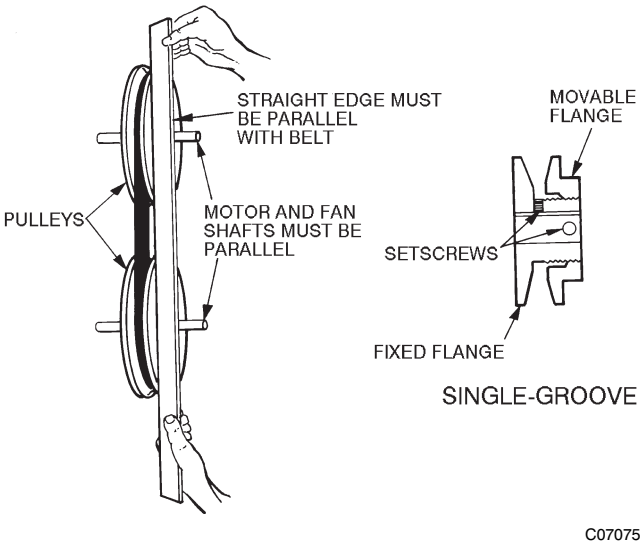

Fig. 6 – Supply–Fan Pulley Adjustment
5. Make sure the fan shaft and motor shaft are parallel before tightening the motor mount nuts. See Fig. 6.
6. Check the alignment of the pulleys, adjust if necessary. See Fig. 6.
The motor pulley is an adjustable–pitch type that allows a servicer to implement changes in the fan wheel speed to match as–installed ductwork systems. The pulley consists of a fixed flange side that faces the motor (secured to the motor shaft) and a movable flange side that can be rotated around the fixed flange side that increases or reduces the pitch diameter of this driver pulley. (See Fig. 6.)
3. Loosen the movable pulley flange setscrew. (See Fig. 6.)
2. Slide the fan pulley along the fan shaft. Make angular alignment by loosening the motor from its mounting. See Fig. 6.
24. Align the motor pulley and blower wheel pulley using a straight edge. See Fig. 6.